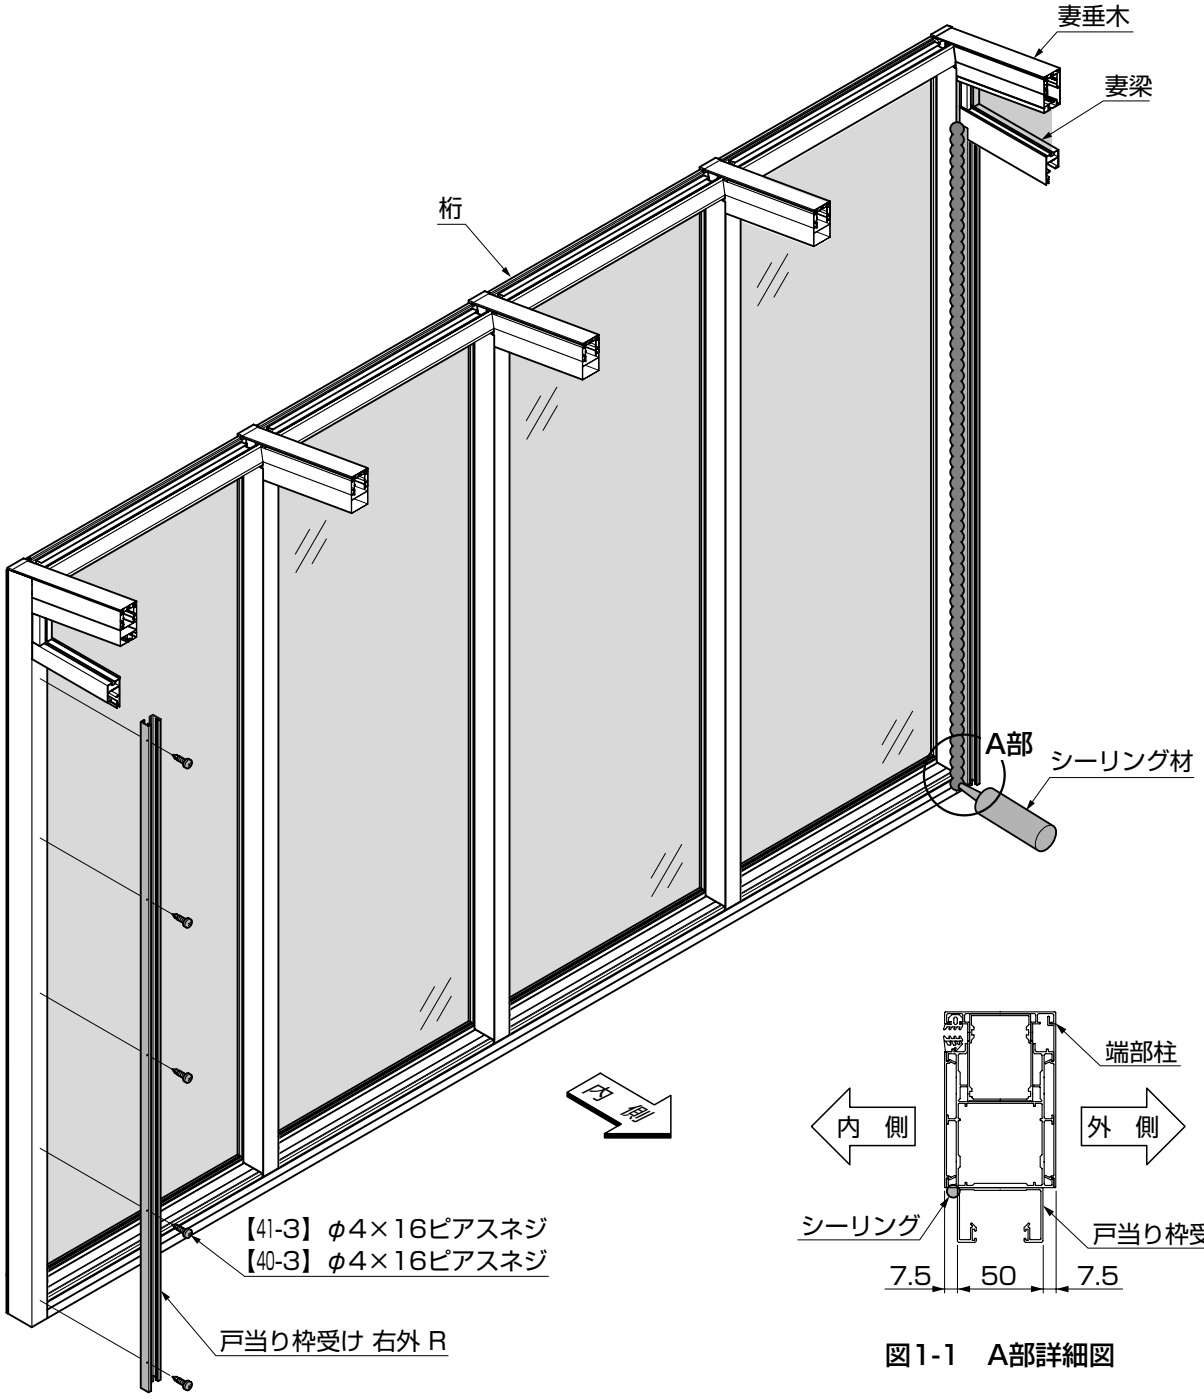

図1-1　A部詳細図
①戸当り枠受けを端部柱に、【40-3】または、【41-3】で取付けてください。
②端部柱と戸当り枠受けの内側の接合部に、シーリングしてください。（図1-1参照）